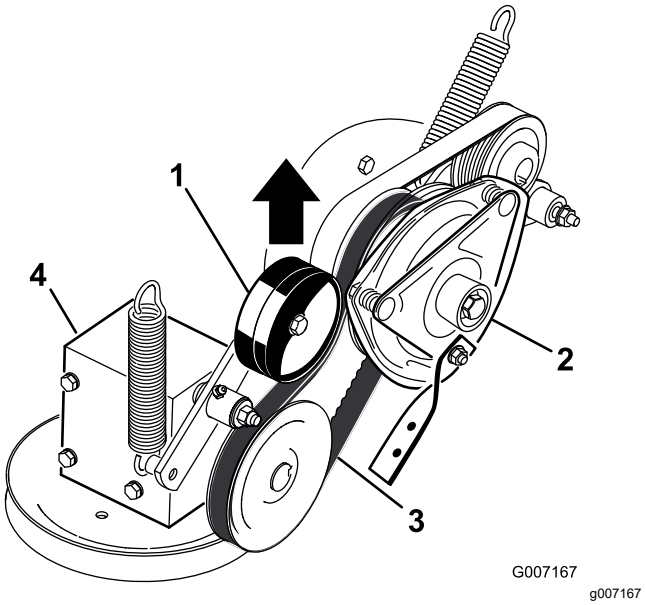

Figuur 76
5. Trek aan de veerbelaste spanpoelie voor de aandrijfriem van de aftakas en verwijder de riem van de poelie van de koppeling (Figuur 76).
17. Trek aan de veerbelaste spanpoelie voor de aandrijfriem van de aftakas en monteer deze op de poelie van de koppeling (Figuur 76).